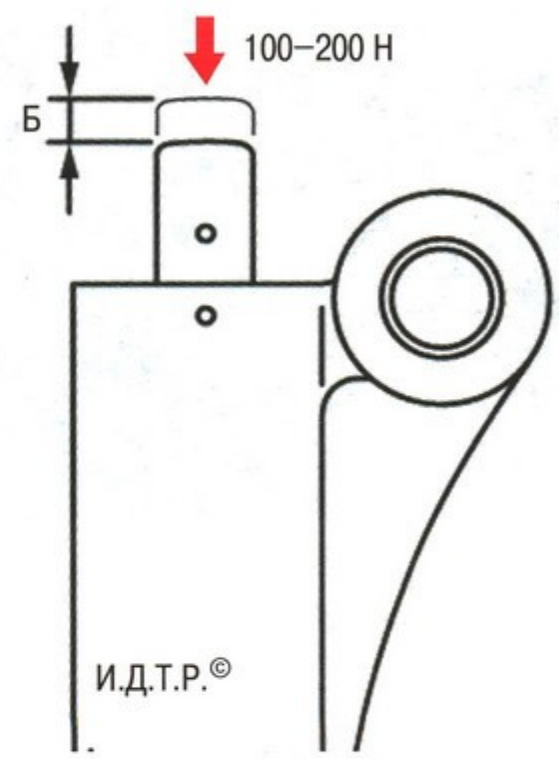

Рис. 5.10. Проверка рабочего хода штока натяжителя
30. Уприте корпус натяжителя в жесткую опору и надавите на шток (рис. 5.10) с усилием 100–200 Н. Измерьте ход **Б** штока. Ход штока исправного натяжителя должен быть не более 3 мм. Эту проверку можно выполнить в тисках. Если шток легко утапливается, замените натяжитель. Если сжатие требует значительных усилий, автоматический натяжитель исправен.